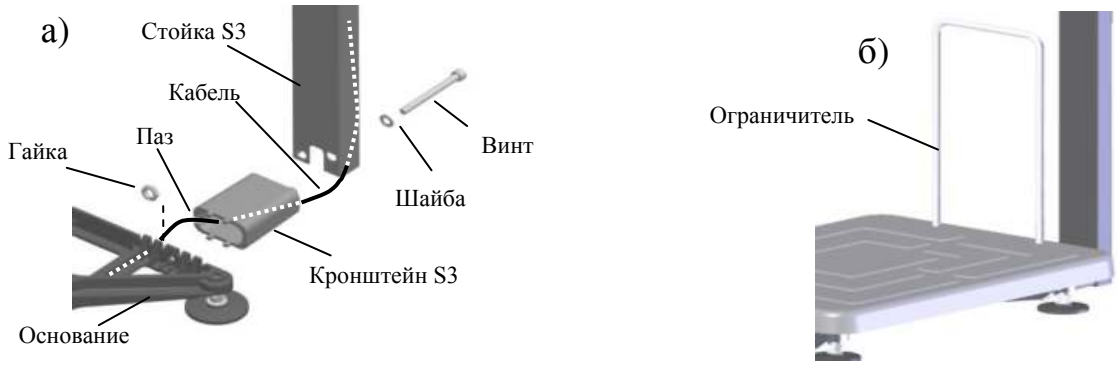

Рис. 6.2 - Крепление прямоугольной стойки к модулю ТВ-S_
- Протянуть кабель через кронштейн и стойку, Рис. 6.2 а. Кабель должен входить в паз кронштейна.
- Плотно вставить в отверстия платформы ограничитель (Рис. 6.2 б).